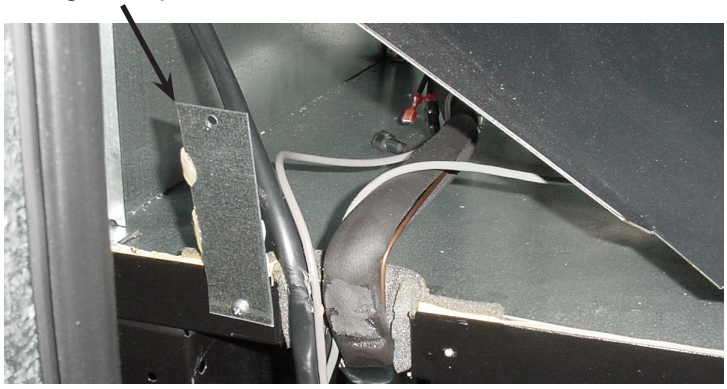

Figure 2.
3. Remove the screw and the bolt from the product chute bracket. Remove the product chute from the cabinet. *(Refer to Figure 2.)*